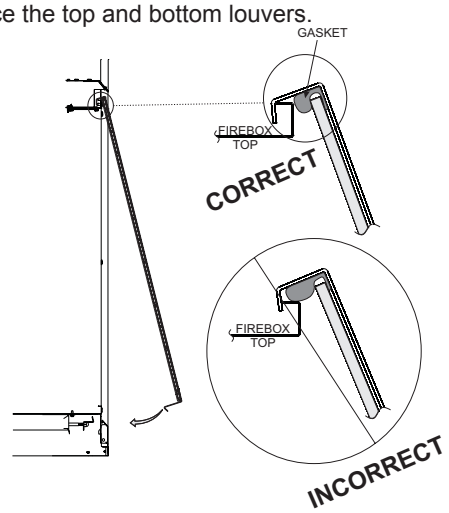

**Figure 80**
1. When installing the Glass Door assembly, make sure that the door top flange is hooked over the firebox top flange as illustrated in the "Correct" view in Figure 80.
**Important: Do not allow the gasket across the top of the door to roll up on top of the firebox flange as shown in "Incorrect" view in Figure 80.**